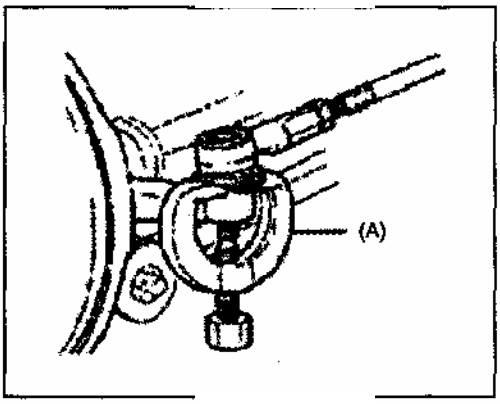

Рис. 422
3) При помощи специального инструмента, снимите шарнир с поворотного кулака (Рис. 422).